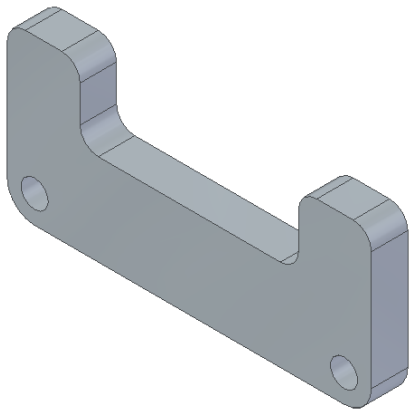

***Figure 2-53*** *The final extruded model*
4. Enter **20** in the edit box and press Enter; the extruded feature is created, as shown in Figure 2-53.